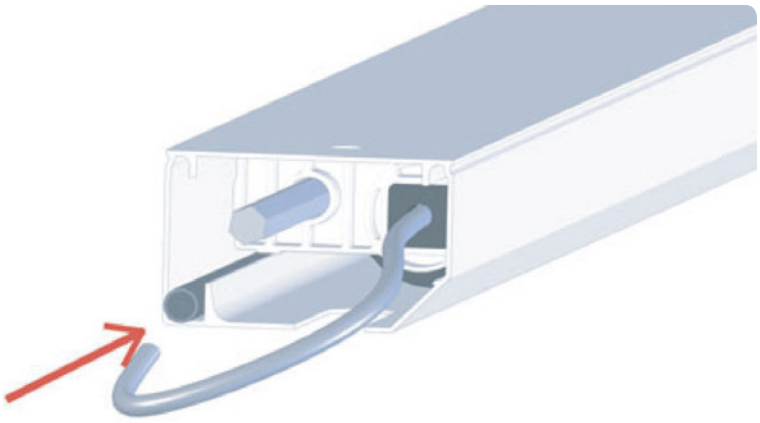

Fig. 19
- passer le câble électrique dans un tube adéquat en PVC (voir image Fig. 19).